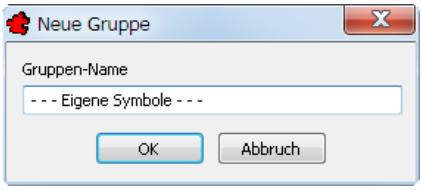

Bild 27.42 – Eine neue Hauptgruppe
- Wählen Sie die SHN-Bibliothek und legen Sie eine neue Gruppe namens **Eigene Symbole** an. Um sie als Hauptgruppe zu kennzeichnen, stellen Sie dem Namen noch drei Bindestriche mit Leerzeichen voran (Abb. 27.42).